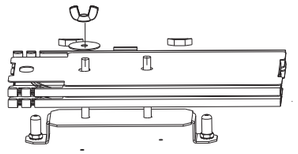

Figure 25
11. Secure splice trays to the splice tray bracket with a wingnut **(Figure 25)**.